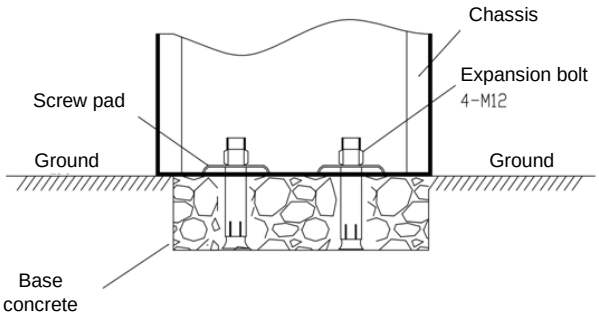

Figure 2-2
4) Install screw pads and use a wrench to tighten nuts, as shown in figure 2-2.